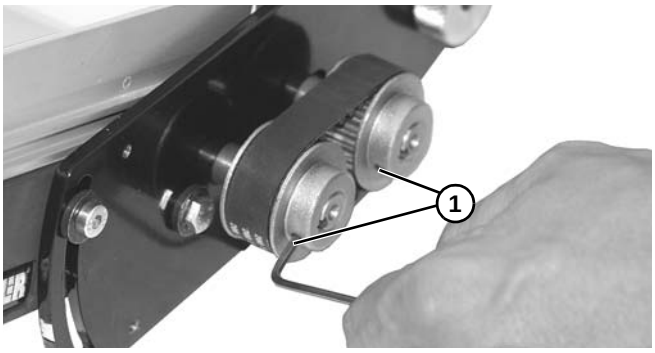

Figure 21
11. Faire bien affleurer les deux avec l'axe et serrer les vis de fixation **(Figure 21, élément 1)** sur les poulies.